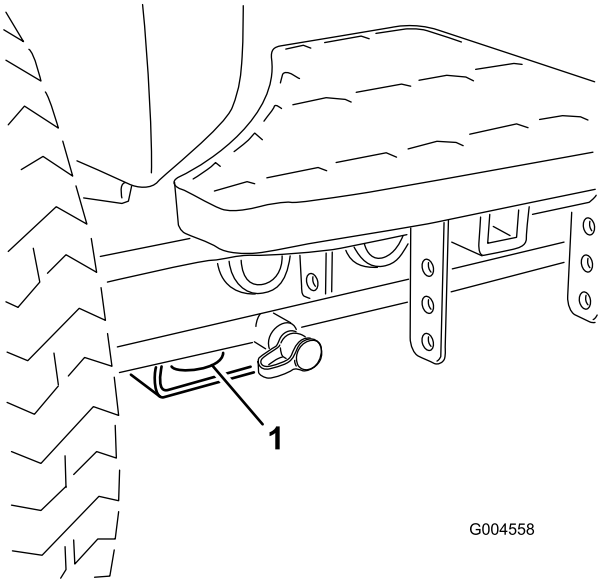

Figur 47
- Fram – hål i det fyrkantiga belägget under axelröret inuti båda framdäcken (Figur 47).